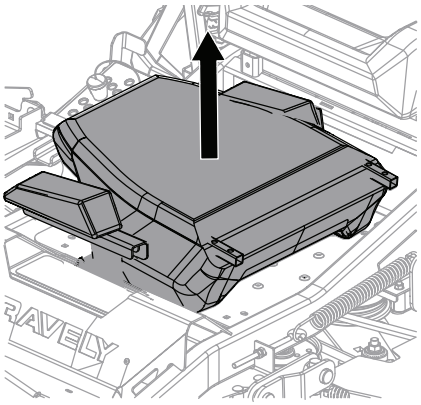

Figure 3
3. Remove backrest from access plate. See Figure 3.